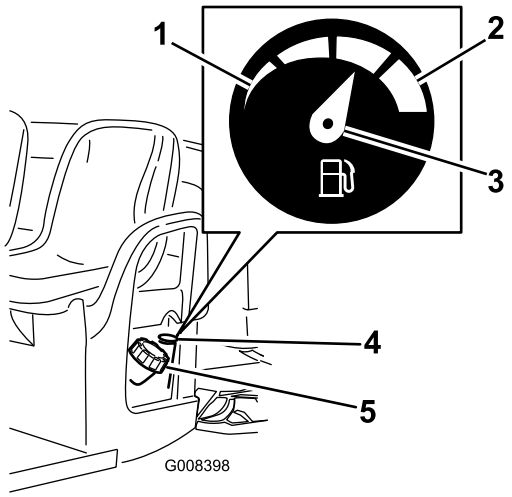

Figur 21
2. Rengør området omkring brændstoftankens dæksel (Figur 21).